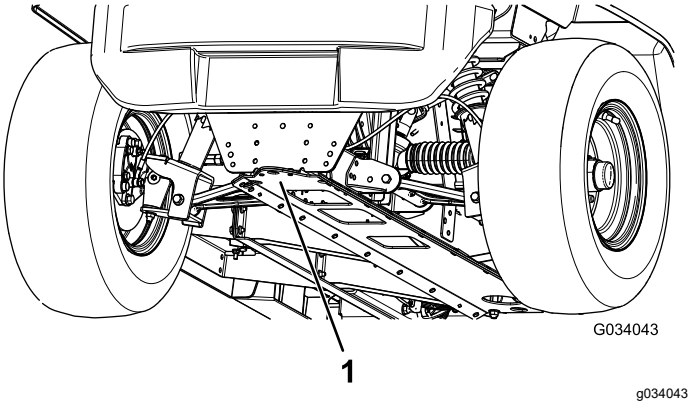

Figur 23
- Løftepunktet foran på maskinen er foran på rammen bak tauetungen (Figur 23).